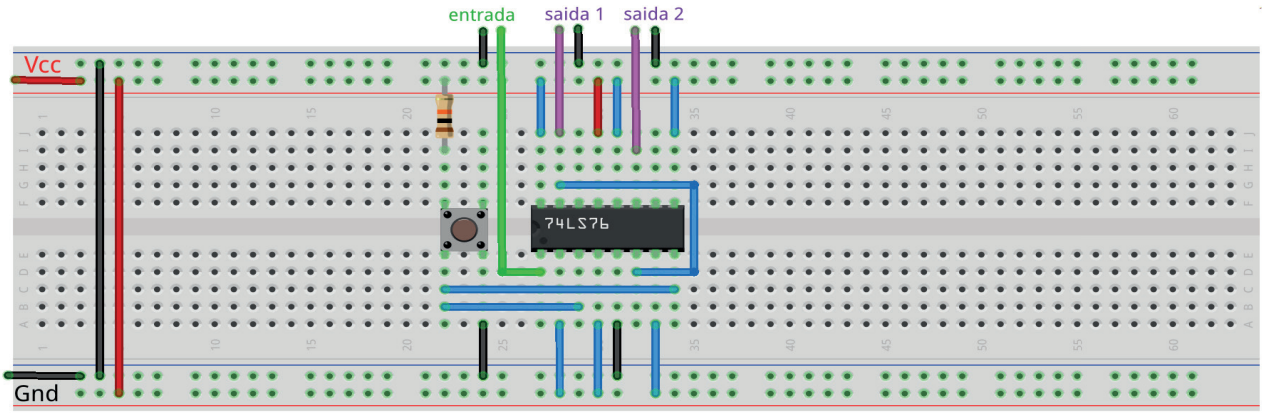

Figura 9.42 – Disposição dos componentes na placa de montagem.
1. Monte o circuito na placa de montagem, conforme figura 9.42.